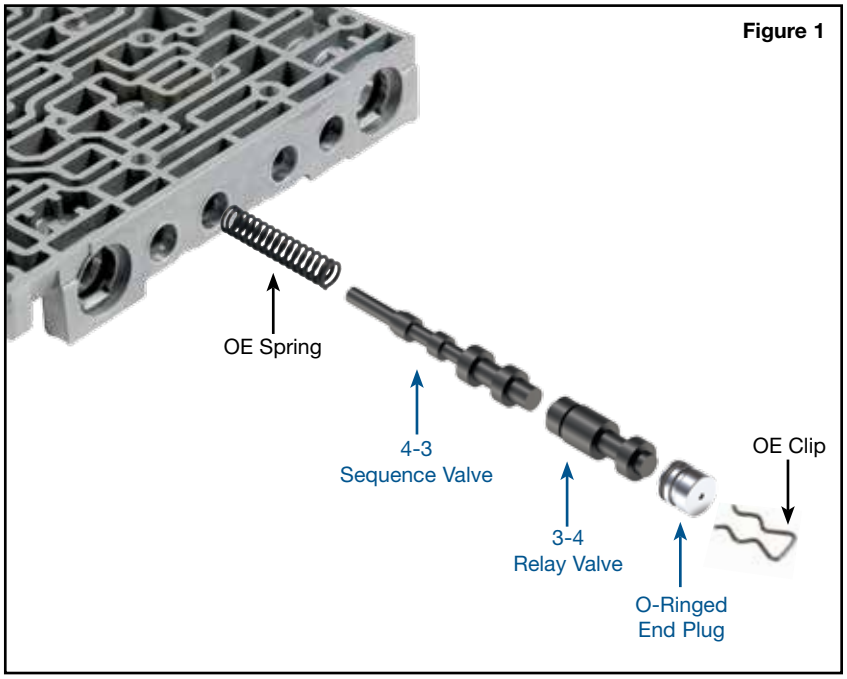

Figure 1
b. Lubricate and install Sonnax replacement valves, followed by Sonnax end plug and OE retaining clip (**Figure 1**).